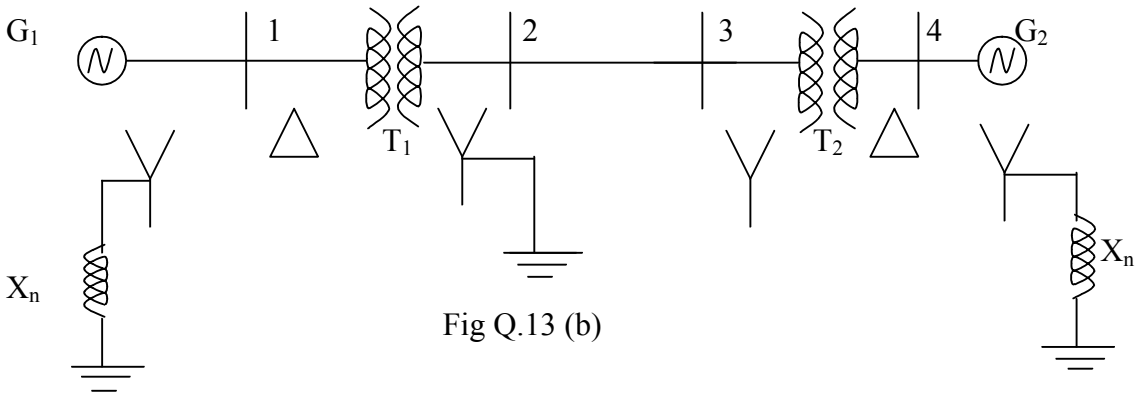

Fig Q.13 (b)
13.b) A single line to ground fault occurs on bus 4 of the system shown in Figure. Q.13(b)